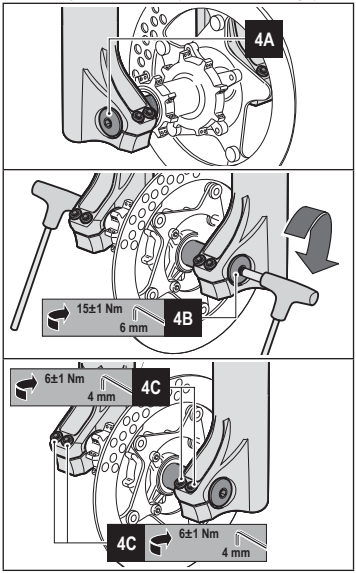

Abbildung 4 - *Radmontage auf ø35/ø38 gabeln mit Aufnahmefuß mit durchgehender Radachse ø 20 mm*
- Die Mitte des Rads mit den beiden Radachsen ausrichten (siehe **4A** in **Abbildung 4**).
- Die Radachse durch die rechte Radaufnahme, das Rad und die linke Radaufnahme schieben (siehe **4A** in **Abbildung 4**).
- Die Radachse mit dem vorgesehenen Moment (**15±1Nm**) anziehen, dazu mit einem 6mm-Inbusschlüssel an der Bolzenkappe drehen (siehe **4B** in **Abbildung 4**).
- Die Schrauben an den beiden Radaufnahmen mit einem 4mm-Inbusschlüssel mit dem vorgesehenen Moment (**6±1 Nm**) in der Reihenfolge "**1-2-1**" anziehen (siehe **4C** in **Abbildung 4**)